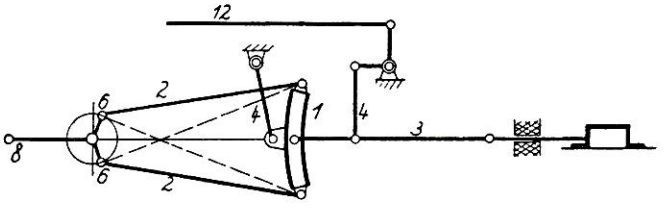

Bild 2 Schemaskizze zu der Gooch-Steuerung (aus: Henschel-Lokomotiv-Taschenbuch)
2. Die äußere Steuerung nach Gooch (Bild 2)